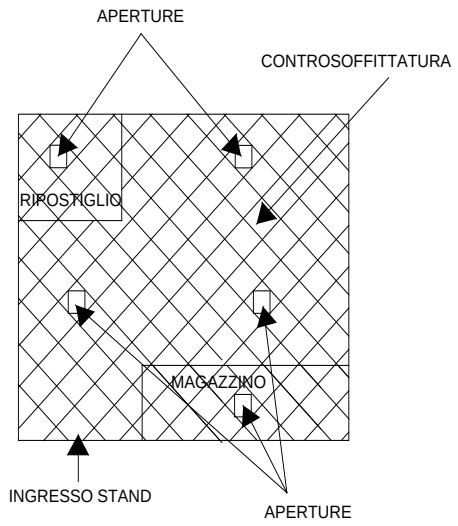

Fig.2 - Controsoffitto con aperture =>1/100 supeficie stand
- I controsoffitti in legno, metallo e similari devono essere realizzati lasciando aperture per l'evacuazione dei fumi per un totale di 1/100 della superficie del vano in esame. Tali aperture potranno essere comprese tra mq 0,25 e mq 0,30 ed essere distribuite uniformemente su tutta l'area dello stand o sulla parte dello stand che risulta controsoffittata (vedi fig. 2).